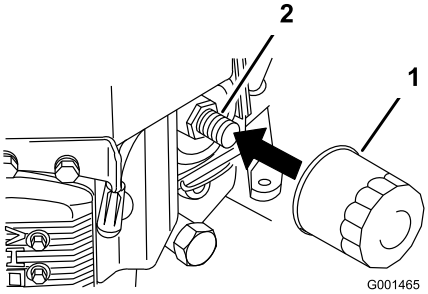

Bild 37
2. Entfernen Sie den alten Filter (Bild 37).
3. Ölen Sie die Gummidichtung am Ersatzfilter leicht mit Frischöl ein (Bild 37).
4. Montieren Sie den Ersatzölfilter am Filterstutzen. Drehen Sie den Ölfilter nach rechts, bis die Gummidichtung den Filterstutzen berührt. Ziehen Sie den Filter dann um eine weitere 3/4 Drehung fest (Bild 37).